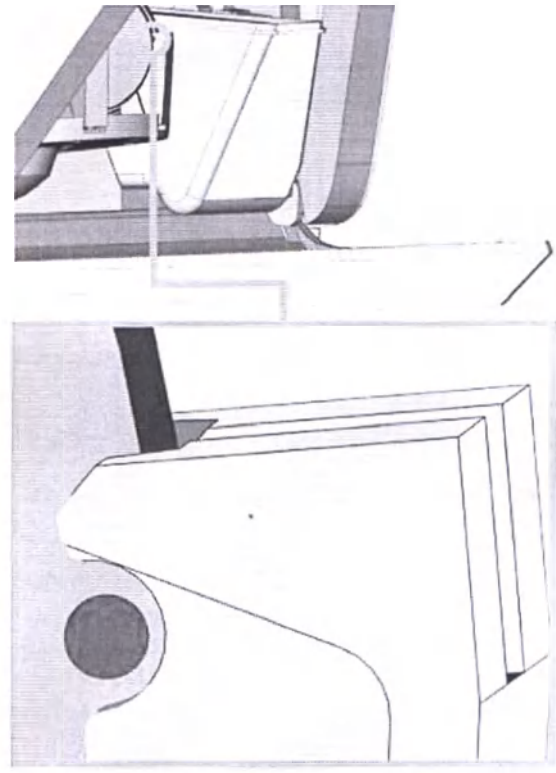

Рис. 53 – МАРКИРОВКА ДЛЯ ПОВТОРНОЙ УСТАНОВКИ (СИНИЙ КРУГ) НАХОДИТСЯ В ОТВЕРСТИИ ЗАЖИМНОГО РЫЧАГА
10. Диски: Если диск был отмечен для более безопасной повторной установки в DentalCNC, слегка поверните диск до тех пор, пока маркировка не окажется в соответствующем отверстии зажимного рычага (Рис. 53 – см. ниже).